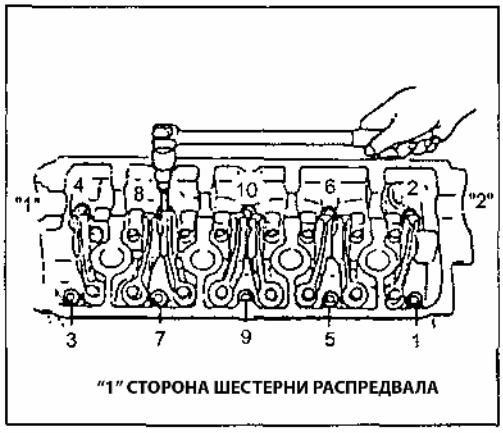

Рис. 95
11) Выверните болты головки блока цилиндров как показано на рисунке и снимите их (Рис. 95).